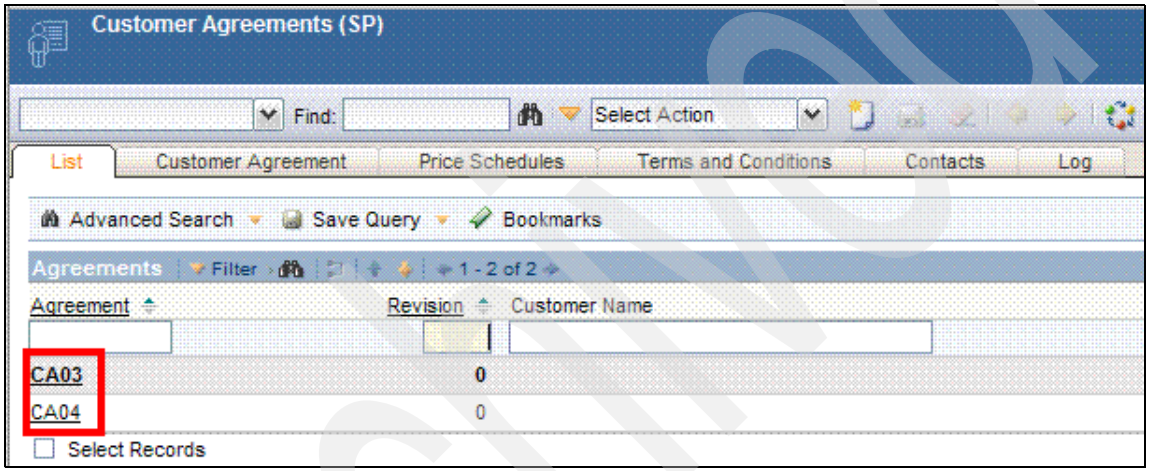

Figure 10-15 Customer Agreements CA03 and CA04 are successfully retrieved
2. Start the Assets (SP) application by selecting **Go To** → **Service Provider** → **Customer Agreements (SP)**.
3. Search and select customer agreements CA03 and CA04. Records are successfully retrieved. The user has access to the records associated with customers that are associated to these records. See Figure 10-15.